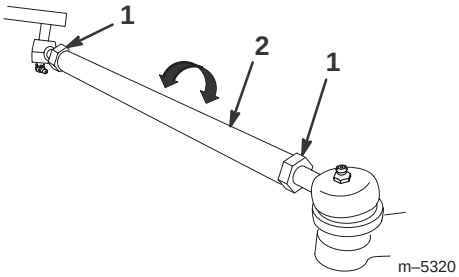

Figur 35
3. Om måttet inte hamnar inom angivet område (se måtten och parametrarna i början av den här proceduren), lossa kontramuttrarna på dragstängernas bägge ändar (figur 35).